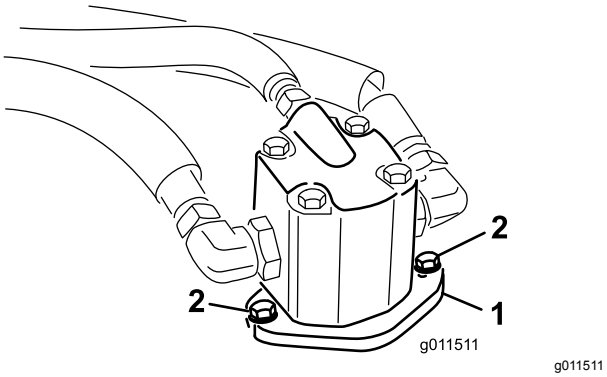

Figur 97
4. Fjern boltene, der fastholder hydraulikmotoren på klippeenheden (Figur 97). Løft motoren af klippeenheden, og læg den oven på enheden.